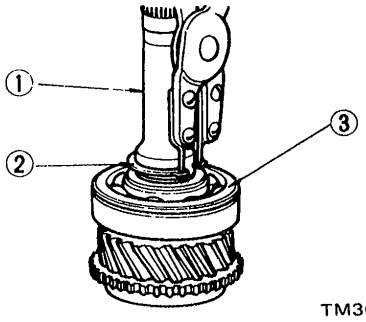

Fig. MT-38 Installing snap ring
2. Place main drive bearing spacer on main drive bearing and secure main drive bearing with thicker snap ring that will eliminate end play. See Figure MT-38.